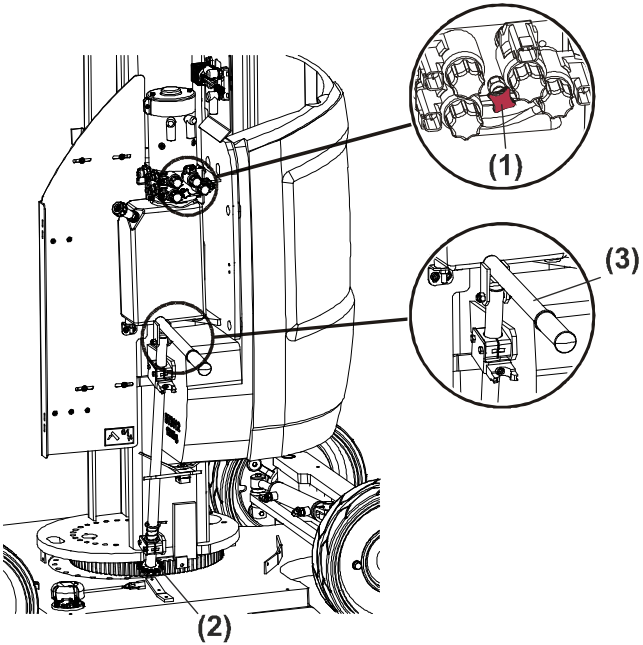

Figure 3-14. Orientation Manuelle - 10E / 26E
- une **vanne rotative (1)** située sur le groupe hydraulique pour débrayer le moteur d'orientation (Voir Figure 3-14.).
- un **pignon (2)**, situé au-dessous du groupe hydraulique, qui peut être actionné en utilisant le **levier rabattable (3)**.